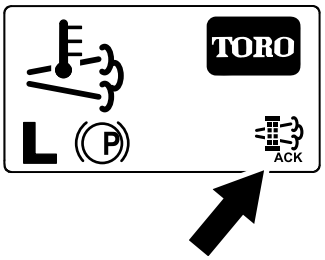

**Figur 61**
8. InfoCenter viser startskjermen, og regenereringsbekreftelsesikonet (Figur 61) vises i nedre høyre hjørne av skjermen mens regenereringen pågår.